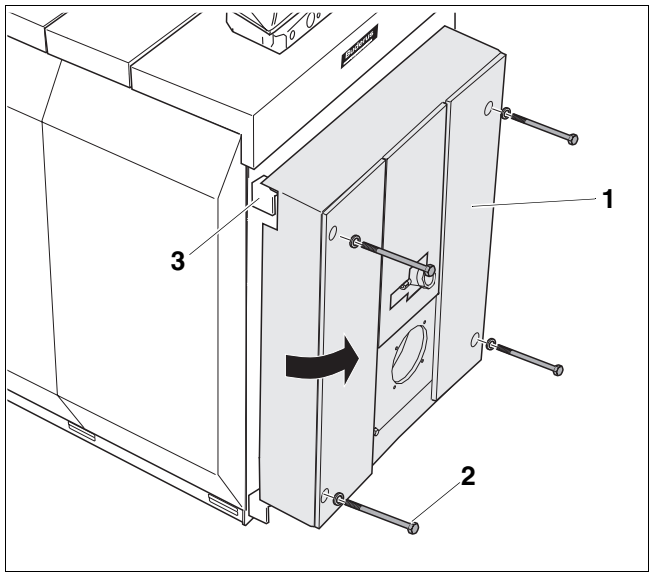

Fig. 47 Aprire la porta del bruciatore (qui: porta del bruciatore con battuta a destra)
- Estrarre le 4 viti della porta (fig. 47, **pos. 2**) e aprire la porta del bruciatore.
L'angolare di supporto (fig. 47, **pos. 3**) può essere regolato nelle asole dell'angolare portante della porta. All'apertura della porta potrebbe essere necessario regolare in avanti l'angolare di supporto superiore, per poter aprire la porta più comodamente.
- A tale scopo allentare leggermente le due viti a testa esagonale sull'angolare di supporto ed estrarre le viti della porta (fig. 47, **pos. 2**) di alcuni giri. In seguito al peso proprio della porta, l'angolare di supporto si muove in avanti.
- Chiudere la porta del bruciatore e stringere le viti a testa esagonale M12 ed M16 (fig. 47**,** pagina 47) in sequenza incrociata.